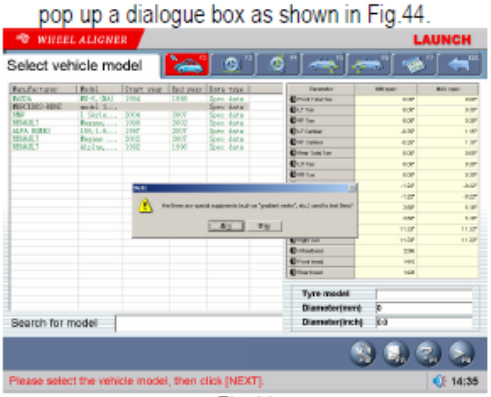

Fig.44
1. Aiming at some vehicle model of Benz, the system provides the operations for measuring the standard data with gradient meter. When the data selected is of Benz vehicle, the system will pop up a dialogue box as shown in Fig.44.